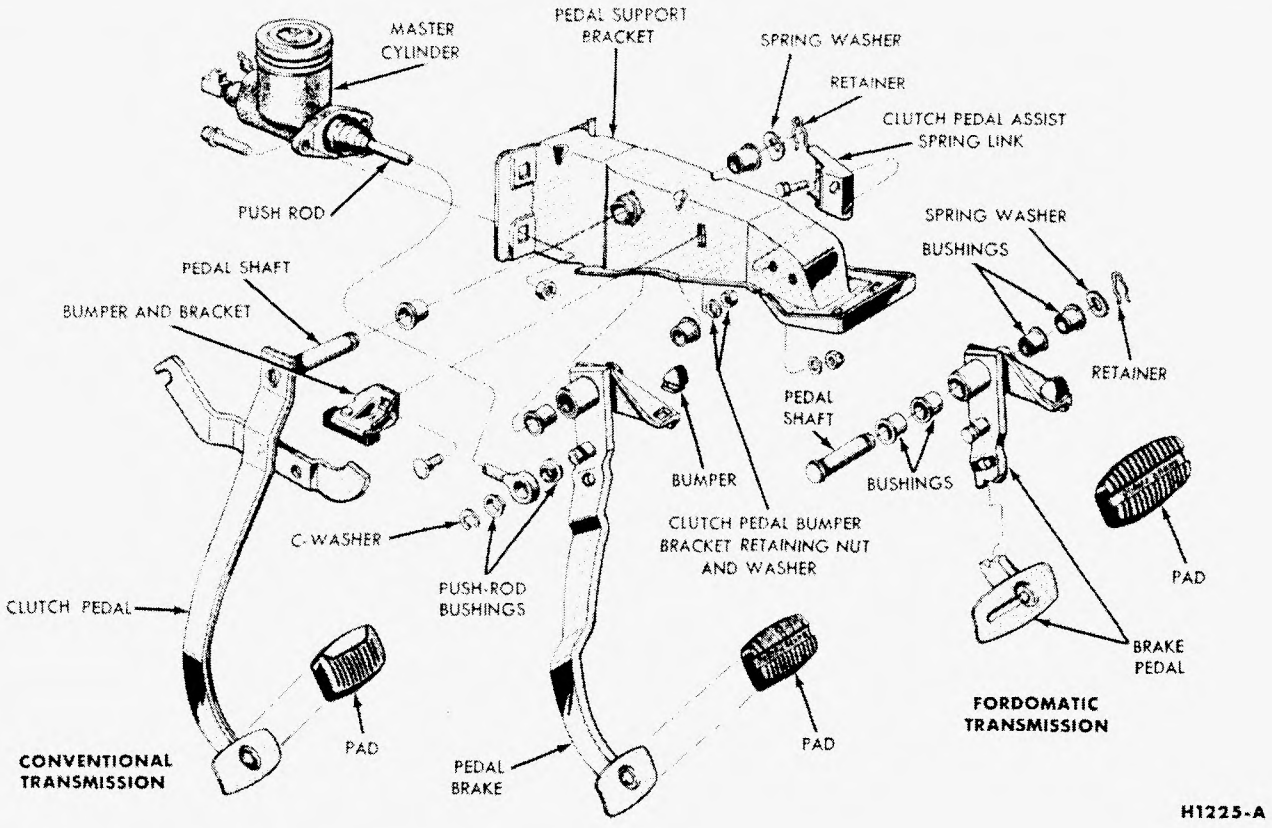

FIG. 17—Fairlane Brake Pedal and Related Parts
2. Remove the clutch pedal bumper bracket and the assist spring link (bracket) from the pedal support bracket (Fig. 17). Remove the assist spring adjusting nut, and disconnect the retainer and spring from the link.
3. Disconnect the master cylinder push rod from the brake pedal assembly. On a car with conventional brakes, remove the C-washer and nylon bushings (Fig. 17). On a car with power brakes, remove the push rod eccentric bolt, lock nut, and bushings.
4. Remove the hairpin-type retainer and spring washer from the clutch and brake pedal shaft, then remove the clutch pedal and shaft assembly, the brake pedal assembly, and the bushings from the pedal support bracket (Fig. 17).
2. Position the brake pedal to the support bracket, then install the clutch pedal and shaft assembly through the support bracket and brake pedal assembly. Install the spring washer and retainer (Fig. 17).
3. Hook the clutch assist spring to its retainer, and connect the retainer to the link with the adjusting nut. Mount the assist spring link and the clutch pedal bumper bracket to the pedal support bracket (Fig. 17). Adjust the bumper for clutch total travel.
On a car with conventional brakes, use a C-washer and nylon bushings (Fig. 17). On a
2. Remove the hairpin-type retainer and spring washer from the brake pedal shaft, then remove the shaft, the brake pedal assembly, and the bushings from the pedal support bracket (Fig. 17).
1. Apply a coating of Lubriplate to the bushings and locate all the bushings in their proper places on the pedal assembly and shaft (Fig. 17). Position the brake pedal assembly to the support bracket, then install the pedal shaft through the support bracket and brake pedal assembly. Install the spring washer and retainer.
2. Connect the master cylinder push rod to the brake pedal assembly. On a car with conventional brakes, use a C-washer and nylon bushings (Fig. 17). On a car with power brakes, use the eccentric bolt bushings and lock nut.